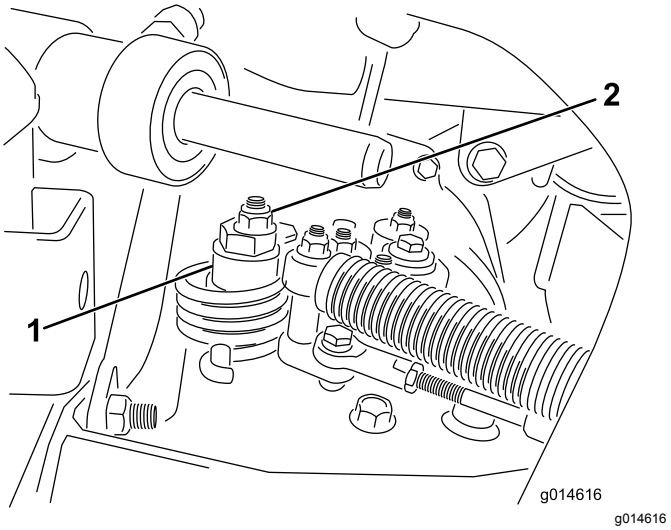

Figur 44
A. Løsn møtrikken, der fastgør den excentriske bolt til den øverste del af hydrostaten (Figur 44).
C. Drej den excentriske bolt, indtil der ikke forekommer krybning i nogen retning. Når hjulet holder op med at dreje, skal den møtrik, der låser den excentriske bolt og justeringen, tilspændes (Figur 44). Kontroller indstillingen med gashåndtaget i positionen LANGSOM og HURTIG.